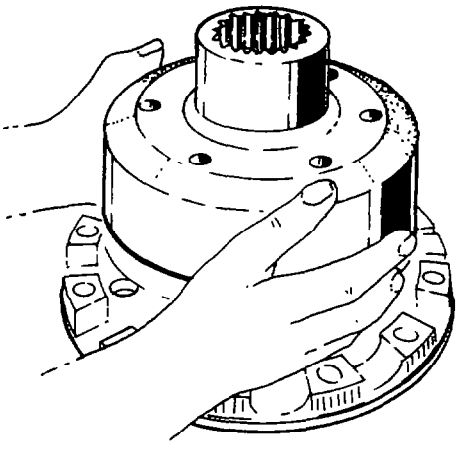

Fig. 296 — Removing Outer Cam
j. Remove the outer cam from the cage (see fig. 296).